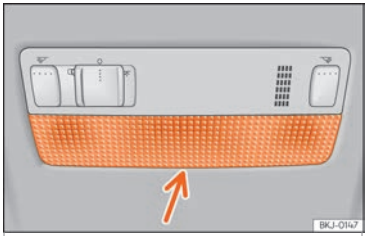

Fig. 57 Front reading light.
– Insert a fine screwdriver between the casing and the glass ››› **Fig. 57**.